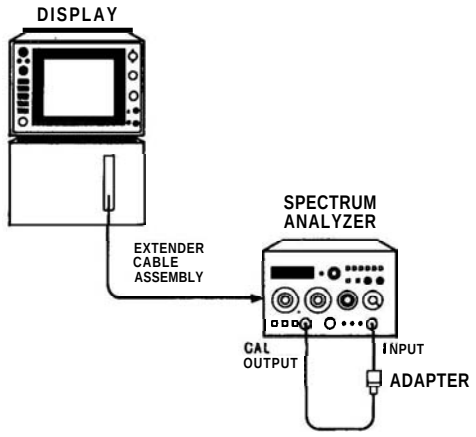

FIGURE 5-5. CRYSTAL AND LC BANDWIDTH FILTER ADJUSTMENTS TEST SETUP
2. **Connect equipment as shown in Figure 5-5.**